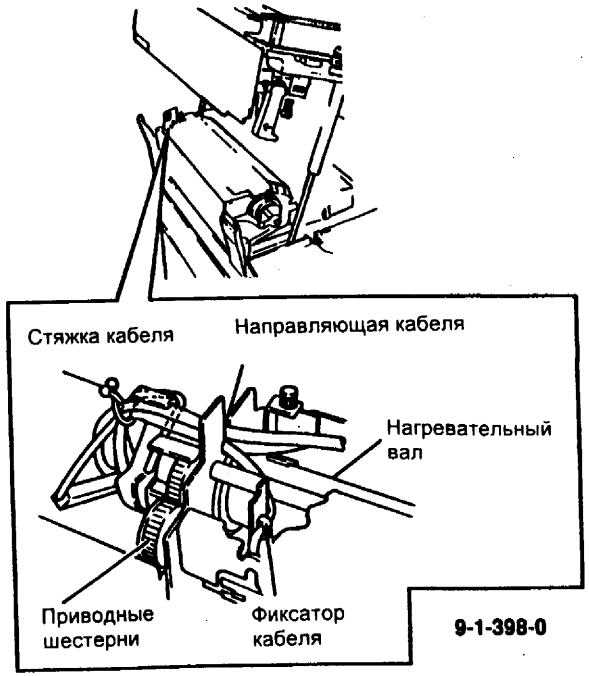

Рис. 4 Прохождение электрического жгута фьюзера
1. (Рис. 4) Установите проводку.